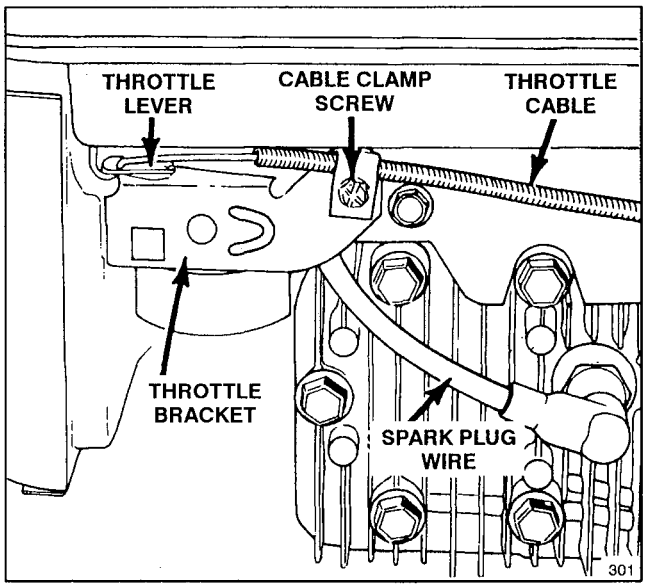
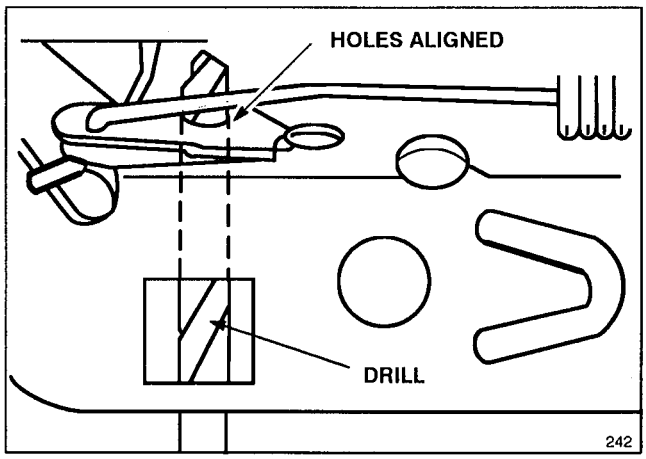

Figure 14
Figure 15
1. Stop engine and pull wire off spark plug (Fig.14).
3. Loosen cable clamp screw until throttle cable slides (Fig. 14). Align holes in throttle lever and throttle bracket using a 1/8" diameter drill (Fig. 15). Tighten cable clamp screw to lock adjustment in place.
1. Stop engine and pull wire off spark plug (Fig. 14).